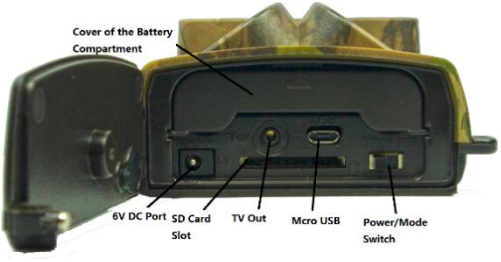

Figure 1.2: Bottom view of Ltl-5610A
- Figure 1.2: Bottom view of the camera (Part # Ltl-5610A)